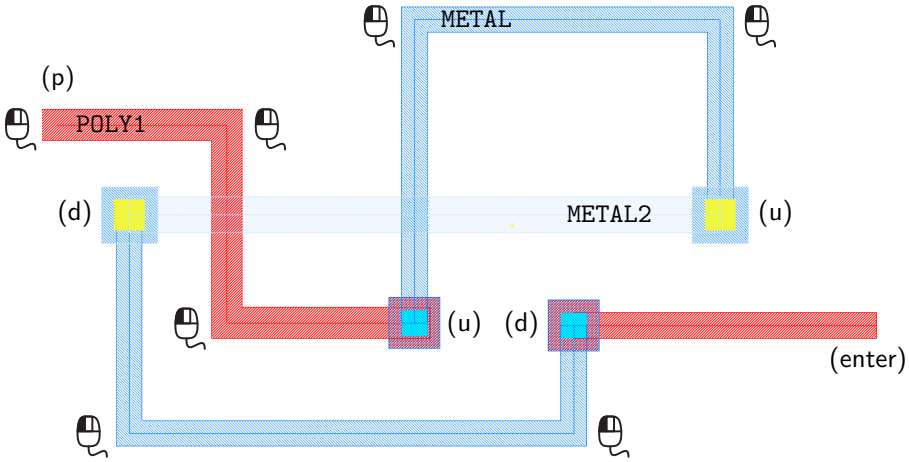

Figure 30 | Example of Glade Create→Path (p) command usage for CNM25 routing.
Concerning the connection of the above PCell devices inside your layout, Manhattan-style paths are of major help. Glade uses the physical layer connectivity defined in the technology file to switch from the current to the upper or downer routing layer through automatic contact or via generation. The CNM25 available layers for routing are `POLY1`, `METAL` and `METAL2`, as illustrated in Fig. 30.
- Exploit the advantage of **paths** and **MPPs** as in Figs. 30 and 31.